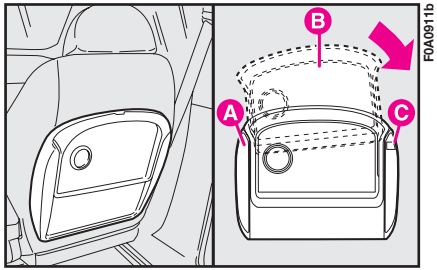

fig. 101b
– introduire le plan d'appui **B-fig. 101b** de manière que le pion fixe de support **A** soit à l'intérieur de la glissière du plan lui-même;